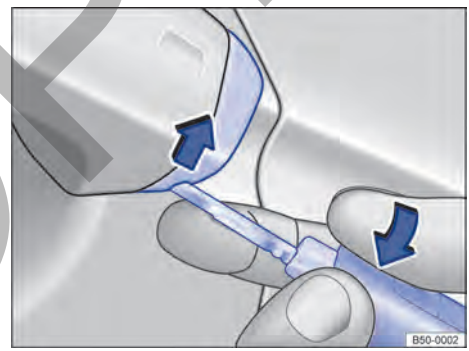

Fig. 53 Manilla de la puerta del conductor: levantar la caperuza.
– Levantar la cubierta con la llave del vehículo en el sentido de la flecha → fig. 53. ▶